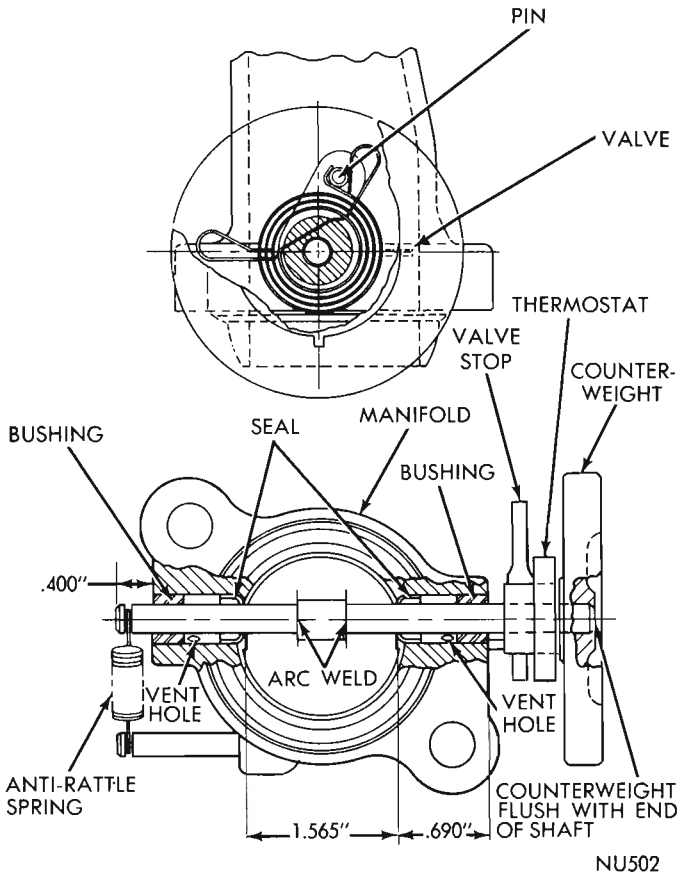

Fig. 21—Proper Manifold Heat Control Valve Installation (273-318 Cu. In. Engines)
(2) Remove exhaust manifold from engine.
(3) Position valve plate, grind off spot welds from valve plate and shaft.
(4) Remove counterweight and shaft assembly, valve plate. Press out bushings and seals from manifold (Fig. 21).
(5) Inspect vent holes and clean out if necessary.
(1) Press in a new seal with the cupped end facing outward, on counterweight side of exhaust manifold, to a depth of .690 inch (Fig. 21).
(2) Press in bushing flush with outer edge of exhaust manifold.
(3) Press in a new seal in other side until there is a dimension of 1.565 inch between right and left hand seals.
(4) Press in front bushing flush with manifold.
(5) Line ream bushings and seals, .3095 to .3110
(6) Press counterweight on plain end of shaft until flush with end of shaft.
(7) Position thermostat so center end or tab is pointing left and hook or outer end points down, install thermostat on counterweight.
(8) Install valve stop on counterweight so looped ends face away from thermostatic spring hook end.
(9) Holding thermostatic spring wrapped 140 degrees in a counterclockwise direction viewed from counterweight end, install shaft assembly through outer bushing, seal and valve plate with strap facing flange end of manifold; attach hook end of thermostatic spring to stop pin.
(10) With forward end of shaft positioned .400 inch through manifold and valve plate closed, counterweight stop against stop pin as shown in figure 21, arc weld valve plate to shaft. **Arc welding ground must be made at counterweight.**
(11) Test for free operation. Install anti-rattle spring.
(12) Position new gasket on studs, install exhaust manifold and tighten to 30 foot-pounds.
(13) Install exhaust pipe to manifold (no gasket used) and tighten to 35 foot-pounds.